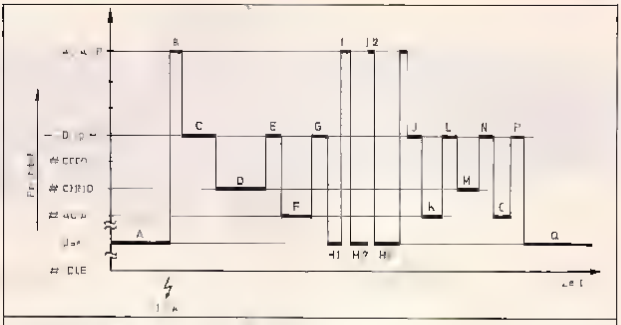

Bild 1. Die Einloggen — ein ständiges Hin und Her
Diesen Vorgang wollen wir nun zur Verfeinerung der erläuterten Philosophie genau analysieren. Wie in Bild 1 zu sehen, läuft bis zum Zeitpunkt des Einloggens ununterbrochen Usertask (Abschnitt A). Auf einen Tastendruck hin springt der Prozessor in die ACIA-Interrupt-Routine (B). Ist das Zeichen ein Ctrl-A, löscht die Interrupt-Routine das Blockierbit der Task #CMMD. Sie kehrt aber wegen des durch sie verursachten Dispatcher-Aufrufs nicht an die Unterbrechungsstelle zurück, sondern springt in den Dispatcher. Das ganze dauert vielleicht 30 µs. Der Dispatcher erkennt nun, daß eine höher priorisierte Task lauffähig ist, rettet die Register und lädt die neue (C). Nach etwa 250 µs wird die Bedientask angesprungen (D). Sie füllt nun ein CE mit dem Text NUL, CR, LF und ">" setzt das Warnbit und ruft XIO zu. Dieser Trap wird noch im Abschnitt D abgearbeitet und bewirkt einen Eintrag in die ACIA-Warteschlange sowie die Aktivierung der I/O-Task #ACIA und die Blockierung von #CMMD ("I/O"). Ein erneuter Eingriff des Dispatchers (E) weist den Prozessor der I/O-Task zu, die dann im Abschnitt F tatsächlich läuft. Jetzt wird ganz fix das CE ausgewertet, der ACIA-Transmitter Interrupt eingeschaltet — und die Task suspendiert sich. Wieder schlägt der Dispatcher zu (G) und läßt erst einmal die Usertask weiterlaufen (H1). Im folgenden ende digt der ACIA seinen Ausgabeauftrag, wobei er Interrupts zum Nachlader des Sendereglers auslöst (H1, H2, ...). Ein Interrupt-Abschnitt dauert grob geschätzt 50 µs, die Pause (H1 bis zum nächsten etwa 1000 µs bei 9600 Baud. Während der Ausgabe bleiben also zirka 95 % der Prozessorleistung verfügbar, die Usertask wird durch eine laufende serielle Ausgabe nur um 5 % langsamer.